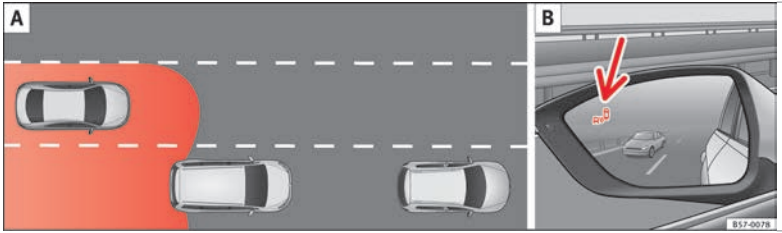

Fig. 194 Schematic diagram: A Passing situation with traffic behind the vehicle. B Indication from the blind spot detector in the left-hand external mirror.
In the following situations, an indication will be displayed in the external mirror ››› **Fig. 194** B (arrow) or ››› **Fig. 195** B (arrow):
- When being overtaken by another vehicle ››› **Fig. 194** A.